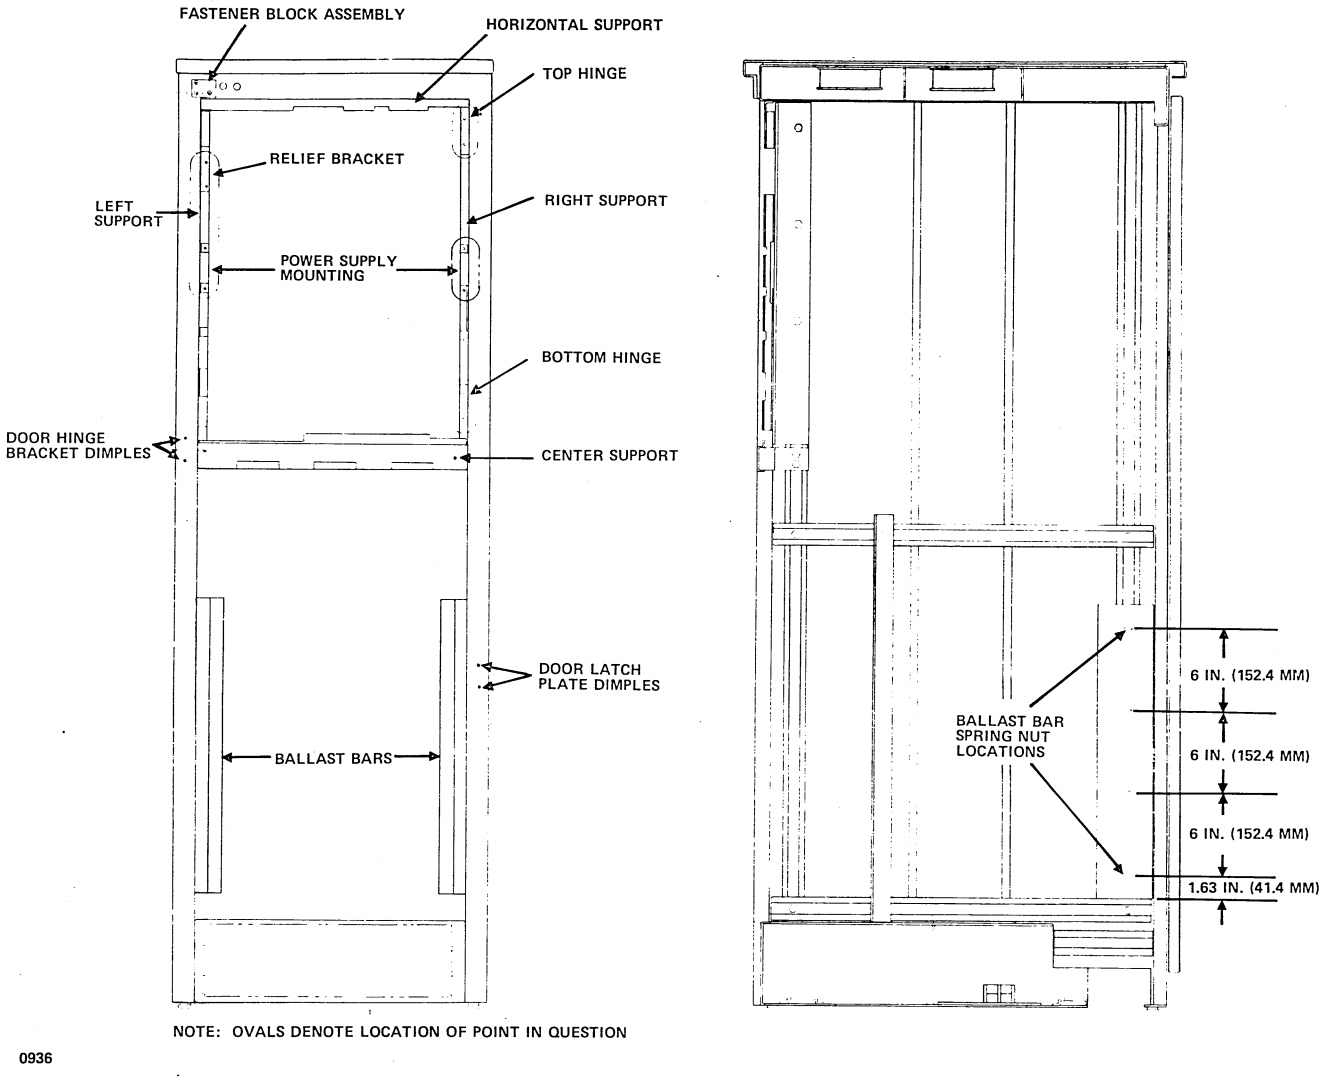
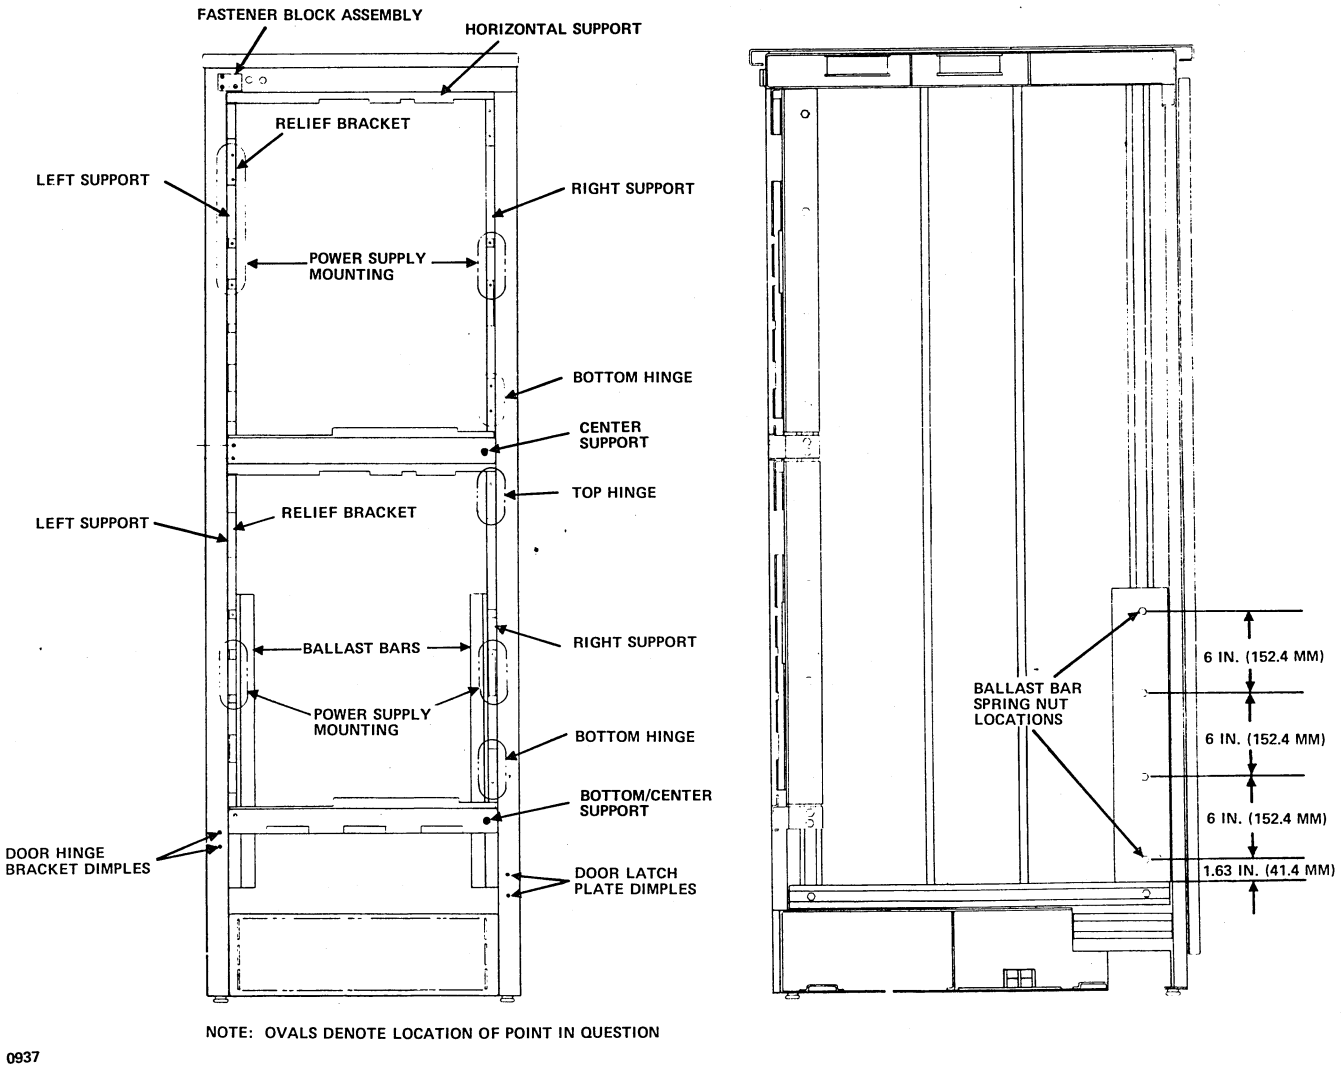
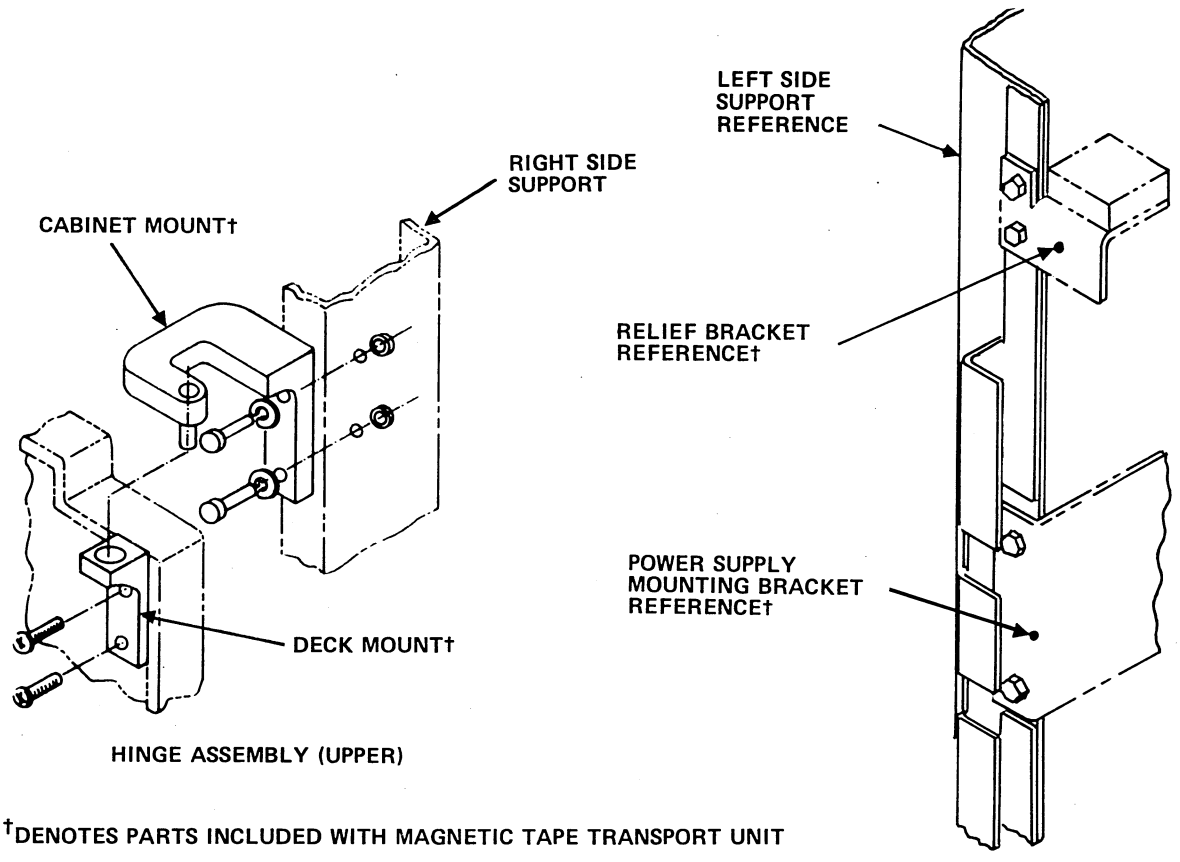

Figure 23-11. Single Unit Cabinet Preparation
Figure 23-12. Dual Unit Cabinet Preparation
Figure 23-15. Power Supply Hinge Assembly and Relief Bracket Attachment
1. Unpack the cabinet, cabinet door assembly, and installation kits. Check the contents of the kits against the enclosed parts lists and figure 23-11.
6. Select four hexagon cap screws (part number 10126512) from the kit. Attach the assembled ballast bars to the vertical channels using the spring nuts installed in step 5 above. Locate as shown in figure 23-11. All screw heads are to face the center of the cabinet.
1. Unpack the cabinet door assembly and installation kits. Check the contents of the kits against the enclosed parts list and figure 23-12.
3. Remove the center support (part number 96791700), and re-install it in the bottom-center support position shown in figure 23-12, using the removal hardware.
5. Select four spring nuts (part number 39005406), and insert two each into the right and left vertical channels in positions that coincide with the holes in the center support (96791701). Using four hexagon cap screws (part number 10126502), four plain washers (part number 10125608), and four lock washers (part number 10125806), attach the center support to the center of the cabinet as shown in figure 23-12.
9. Select four cap screws (part number 10126501), four plain washers (part number 10125608), and four lock washers (part number 10125806) from the transport hardware kit. Attach the power supply to the position shown in figure 23-11 and detailed in figure 23-15.
2. The power supply is installed in the lower portion of the cabinet, as illustrated in figure 23-12.
Following preparation of the magnetic tape transport, attachment of the transport to the cabinet is identical for single and dual installations, except for physical location. Refer to figure 23-11 for single-unit locations and figure 23-12 for dual-unit locations.
1. Select the bottom cabinet mount hinge (part number 86781402), four hexagon screws (part number 10126505), four hexagon nuts (part number 10125301), four plain washers (part number 10125608), and four lock washers (part number 10125806) from the transport hardware kit; select two shims (part number 96792400) from the installation kit. Place the shims under the hinge, and attach them to the cabinet frame at the bottom hinge location indicated in figure 23-11 or 23-12 and detailed in figure 23-15.
2. Select the top and bottom deck mount hinges (part number 86723300), and four Phillips screws (part number 93590320) from the transport hardware kit. Attach the hinges to the top and bottom positions on the right-front side of the transport, as shown in figure 23-15.
5. Using a two-man lift effort, lift the transport up to the cabinet; mate the bottom hinge pieces. While one man supports the transport, the other man must mate the top hinge pieces and attach the shims and top cabinet mount to the cabinet, as shown in figure 23-15.
7. Select the relief bracket (part number 86738500) and two hexagon screws (part number 10126505), two hexagon nuts (part number 10125301), two plain washers (10125608), and two lock washers (part number 10125806) from the transport hardware kit. Attach the bracket to the left support at the location specified in figure 23-11 or 23-12 and detailed in figure 23-15.
3. Using shims (part numbers 86738801 and 86738802), the nylon pad (part number 86738600), and two Phillips screws (part number 10125719) from the transport hardware kit, adjust the relief bracket thickness (figure 23-15) to align the transport captive screws with the threads in the top and center or bottom supports when the transport is closed to the cabinet. Attach the nylon pad and shims to the relief bracket, with the nylon pad as the uppermost surface.